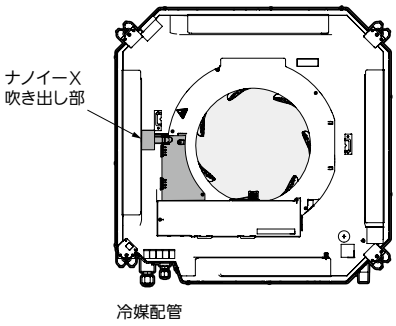

図 1
- しゃ風材は、ナノイーX吹き出し部がない吹き出し口に使用するよう、室内ユニットの設置方向にご注意ください。ナノイーX吹き出し部がある吹き出し口にしゃ風材を取り付けた場合、ナノイーXの効果はなくなります。（図 1）詳細はしゃ風材に同梱されている据付工事説明書を参照してください。